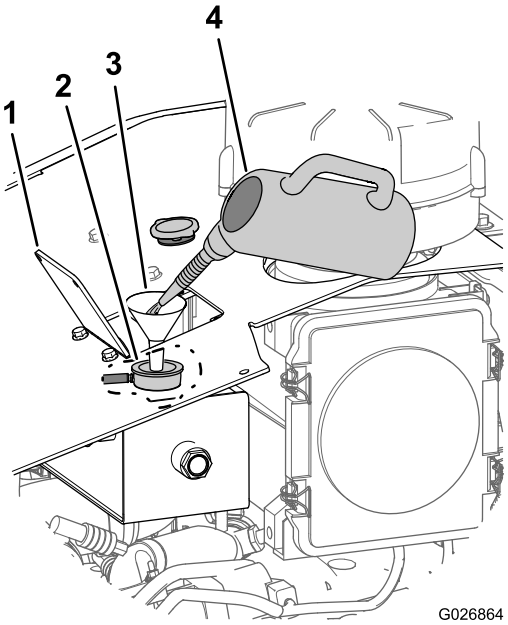

Figura 101
B. Añada una solución de limpieza para sistemas de refrigeración al sistema de refrigeración por el cuello de llenado del depósito auxiliar (Figura 101).